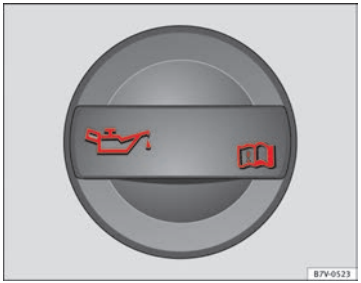

Fig. 114 In the engine compartment: Engine oil filler cap
– Unscrew cap from engine oil filler opening ⇒ Fig. 114.
– As soon as the oil level is in area (B), carefully close the cap.